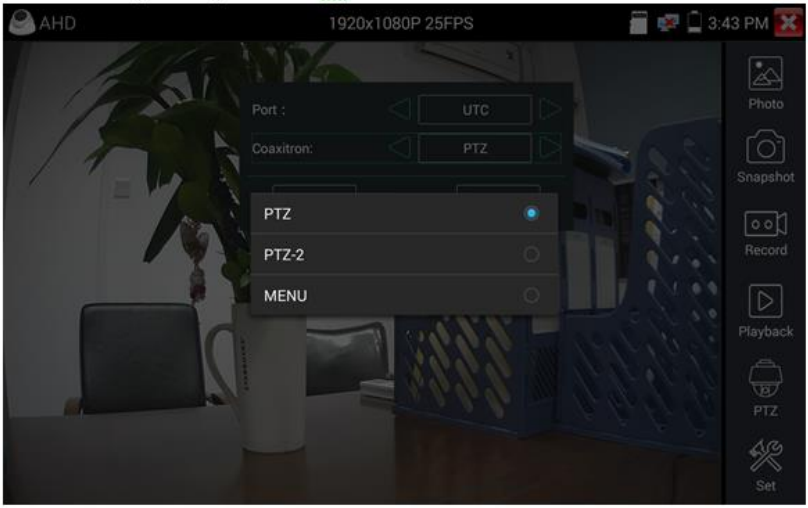

Рис. 119 Настройки для управления PTZ TVI видеокамерой по коаксиальному кабелю
3) В строке Coaxitron выберите соответственно PTZ или PTZ-2. AHD видеокамеры в отличие от CVI и TVI используют несколько протоколов для управления по коаксиальному кабелю (рис. 119);